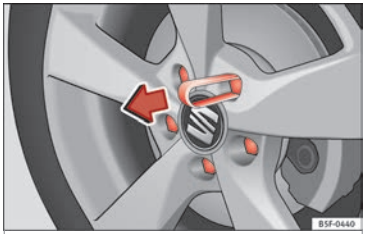

Fig. 66 Clip for removing the wheel bolt caps
- Fit the plastic clip (vehicle tools) over the cap until it clicks into place ››› Fig. 66.